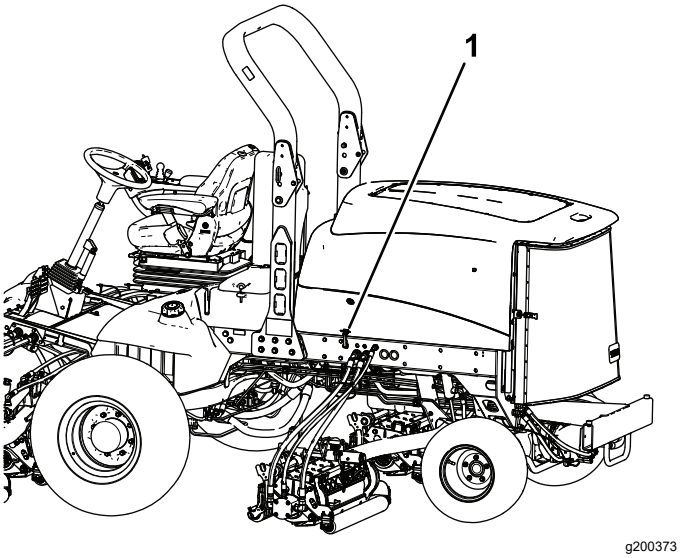

Рисунок 78
1. Откройте защелки капота (Рисунок 78) и откиньте капот.